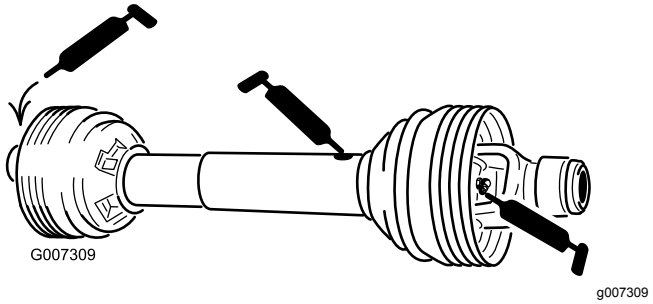

Figur 28
Kraftudtagsaksel (3) (Figur 28)